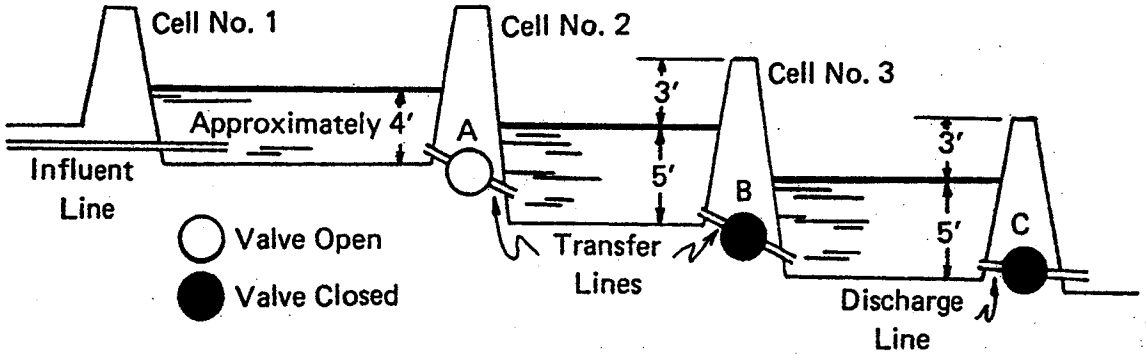

Figure 4. Transfer From Cell No. 1 to Cell No. 2, Split Level System
2. Open Valve A and allow the transfer to take place. Valves B and C are shut during the transfer. Cell No. 2 should be filled with 5 feet of wastewater. Maintain at least 3 feet of freeboard. (See Figure 4.) The wastewater level will equalize and the flow between cells will stop if the cells are at equal elevations.
3. Shut valve A. Note that Cell No. 1 has a greater volume than Cell No. 2 (refer to Figure I b) and the liquid level in Cell No. 1 is not reduced more than 1 to 2 feet in the transfer. (Refer to Figure 4).